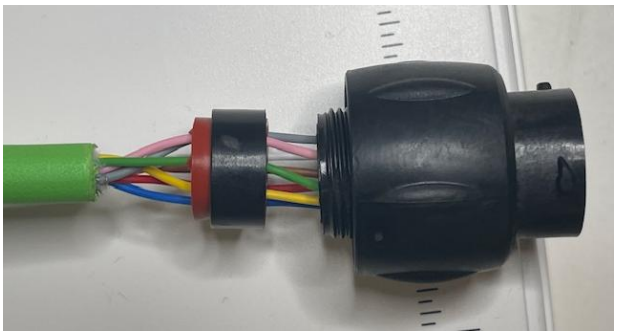

Figure 10 (black ring around orange grommet should NOT be present)
22. Once all 8 have been started, using a small flat head screwdriver, push on the edge (NOT MIDDLE) of the back of the pins until they click/lock into place (ref Figure 10)